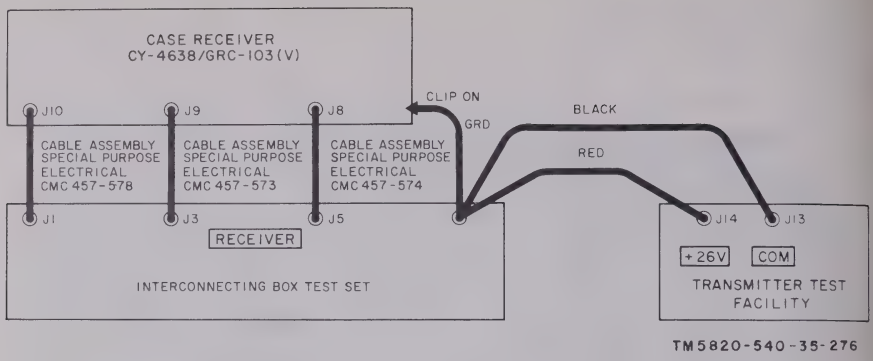

Figure 4-126. Receiver case continuity check, test set-up.
(1) Connect the test equipment as shown in figure 4-126.